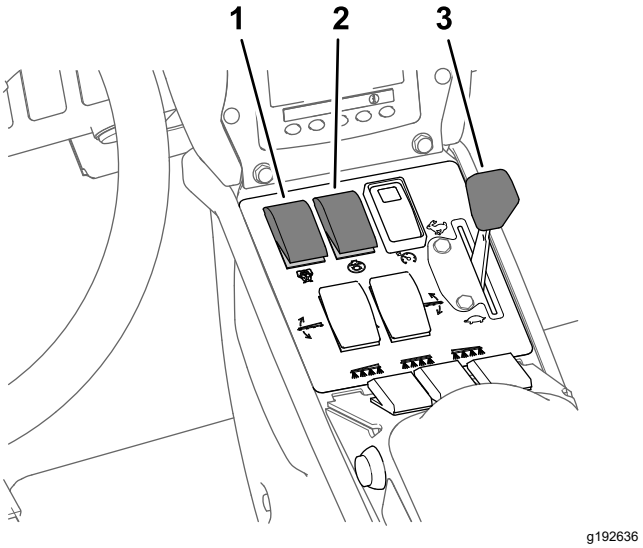

Figure 45
8. Set the agitation switch and the spray-pump switch to the ON position (Figure 45).
9. Set the throttle to the FAST position (Figure 45).
Note: This procedure assumes that the spray pump is on; refer to Figure 45 in Spraying in the Application Rate Mode (page 37).
4. Adjust the throttle to the desired engine speed to spray; refer to Figure 45 in Sprayer Functions for Application Rate Mode and Manual Mode (page 37).